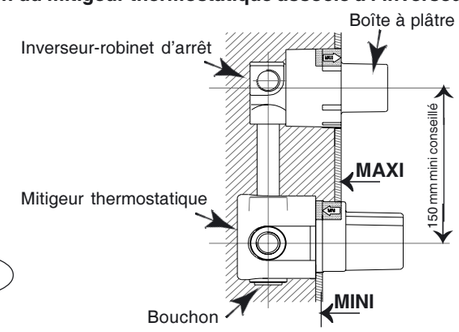

fig. 1
- Reassemble the handle (do not turn the spindle) and align the dot with the number 37 (see Fig. 1).
Pour le raccordement sur la sortie inférieure du thermostatique, dévisser le bouchon (fig. 1), le visser sur la sortie supérieure (si non utilisée).
Après encastrement de la robinetterie et retrait des boîtes à plâtre (voir fig. 1 et 2) :
- terminer le montage (voir fig. 1 et 2).